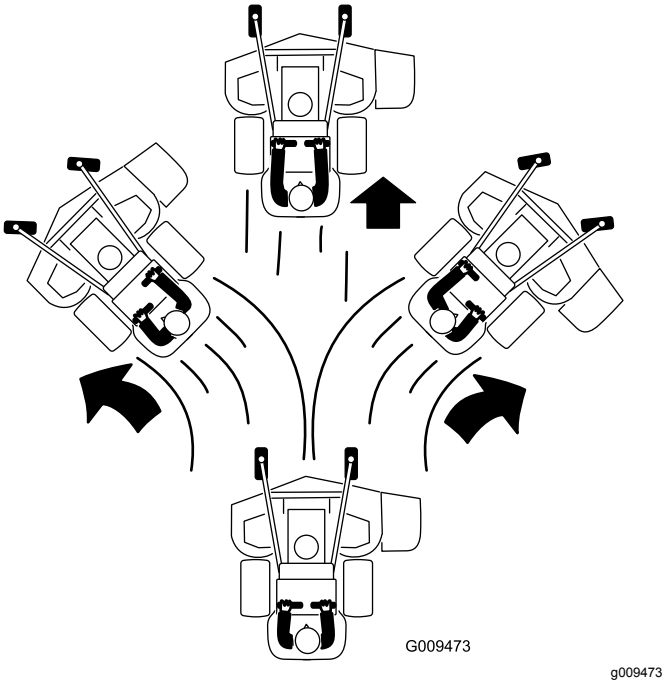

Figur 19
4. Skub bevægelseshåndtagene langsomt fremad (Figur 19).